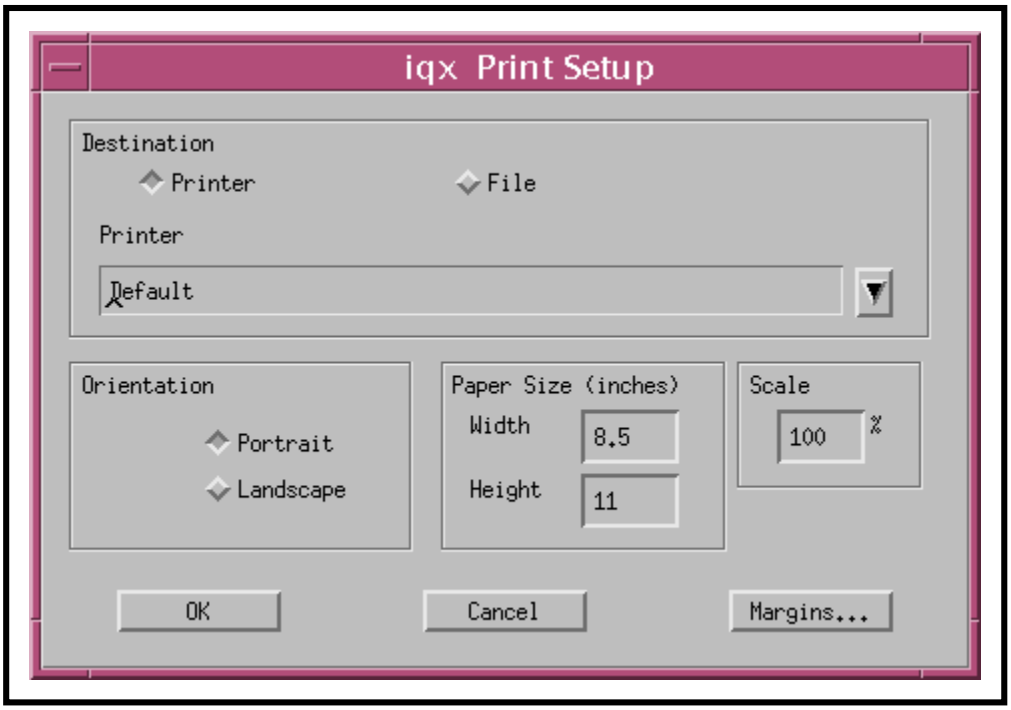

Figure 56. iqx Print Setup GUI
- *The iqx Print Setup GUI (Figure 56) is displayed.*
- *The iqx Print Setup GUI (Figure 56) is dismissed.*